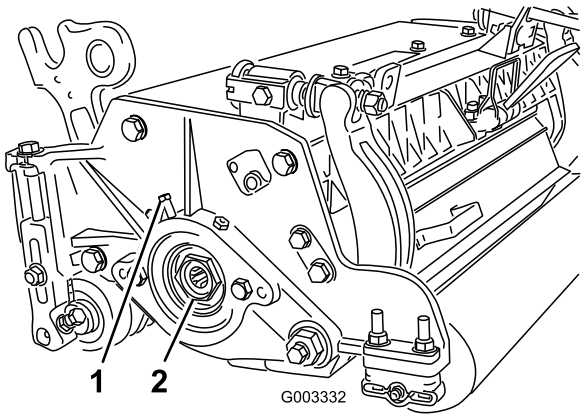

Figuur 24
A. Draai de externe stelschroef los waarmee de stelmoer van het lager vastzit aan het lagerhuis op de linkerkant van het maaidek (Figuur 24).